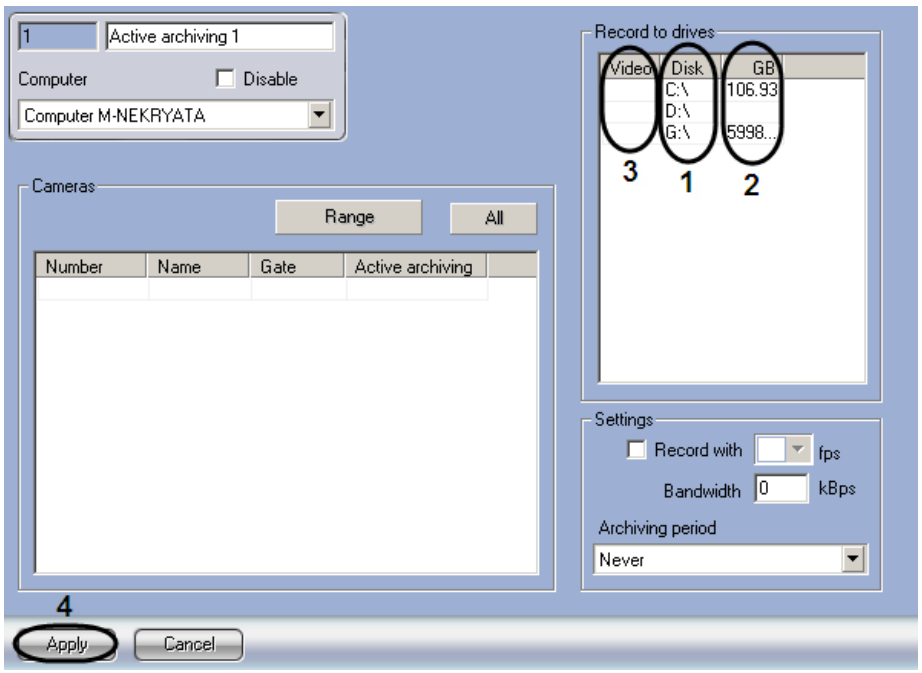

Figure 8.14-7. Selecting drives to store the archive of the "Active Archiving" module
1. Got to the settings panel for the “Active Archiving” system object (Figure 8.14-7).
2. Names of local (net, USB) drives available for storing the archive of the "Active Archiving" module are given in the "Disk" column of the "Record to drives" table (Figure 8.14-7, 1).
3. Free space on drivers (in Gb) is given in the "GB" column (Figure 8.14-7, 2).
4. In the "Video" column, set the checkboxes for drives, selected for storing the archive of the "Active Archiving" module (Figure 8.14-7, 3).
6. To save the changes, click the “Apply” button (Figure 8.14-7, 4).